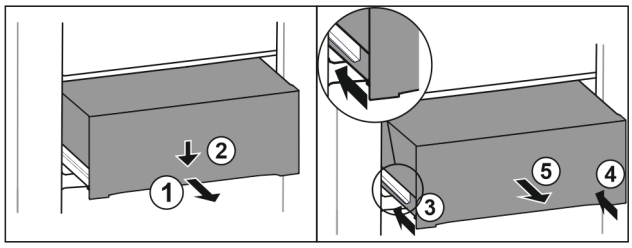

Fig. 179
▶ Extrageți pe jumătate sertarul. *Fig. 179 (1)*
▶ Apăsați în jos sertarul pe partea frontală. *Fig. 179 (2)*
▶ Inserați șina stângă aproximativ 2 cm. *Fig. 179 (3)*
▶ Inserați șina dreaptă aproximativ 2 cm. *Fig. 179 (4)*
▶ Extrageți sertarul spre înainte. *Fig. 179 (5)*